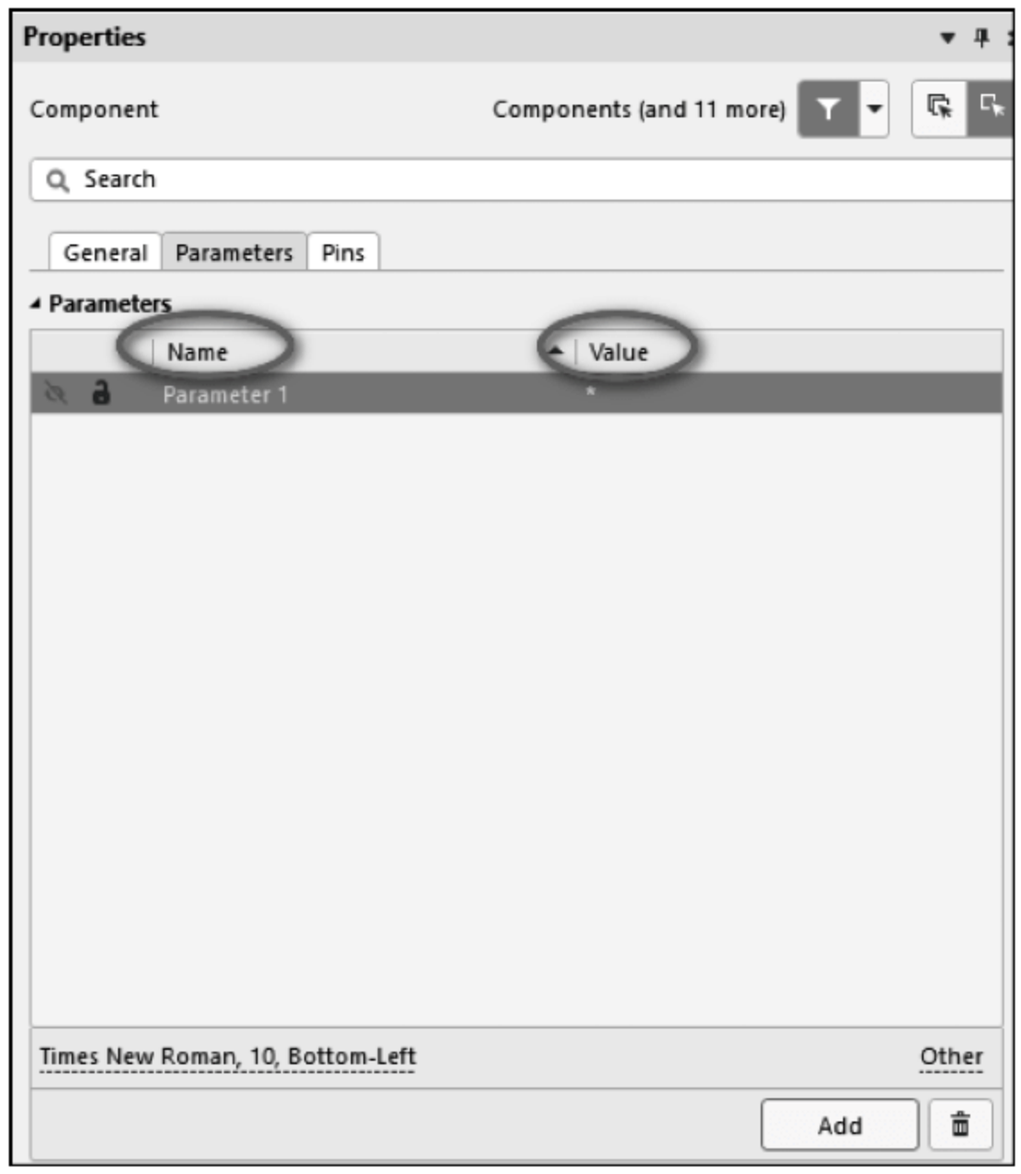

图 1-96　添加参数
(2) 单击窗口右下角的 Add 按钮,添加参数,如图 1-96 所示。